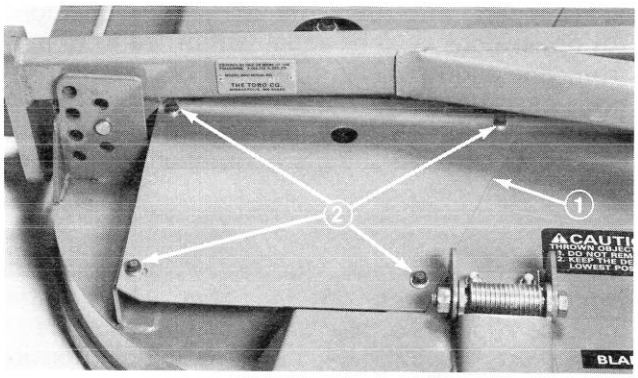

Figure 40
2. Remove flangehead capscrews securing right cover to top of cutting unit (Fig. 40). Remove cover from cutting unit.
9. Reinstall right cover with flangehead capscrews (Fig. 40).